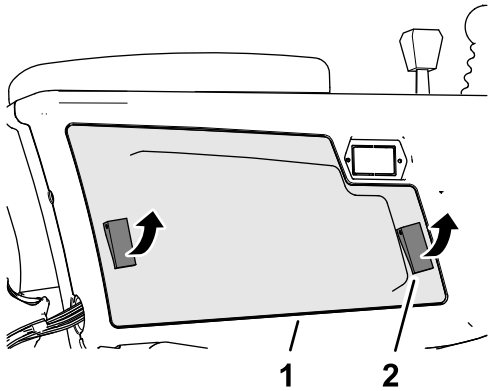

Figur 98
2. Öppna de två spärrarna som håller reglagearmsskyddet på reglagearmen och ta bort kåpan (Figur 98).